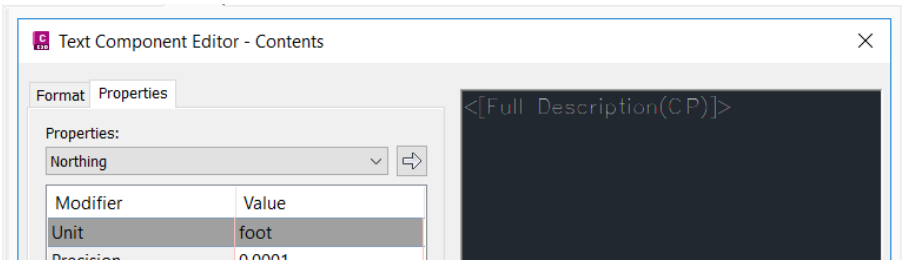

Figure 2-62 *Partial view of the* ***Text Component Editor - Contents*** *dialog box showing the northing label text*
13. Choose the button next to the **Properties** drop-down list; the selected property is added to the **Text Editor** window available on the right pane of the **Text Component Editor - Contents** dialog box, refer to Figure 2-62.